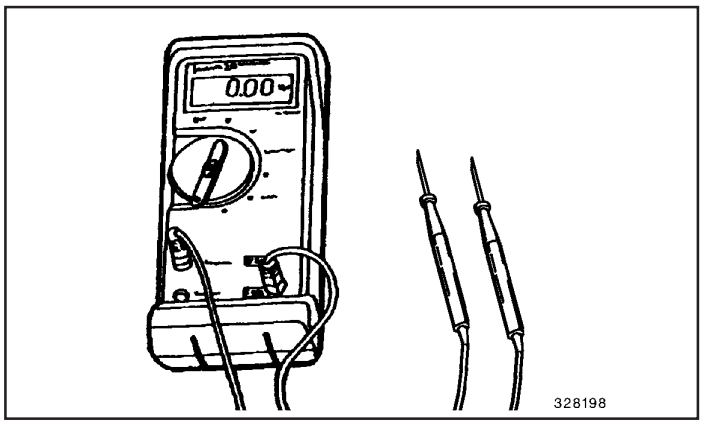

Fig.3
- com mostradores digitais, com leitura de caracteres numéricos (Fig. 3)